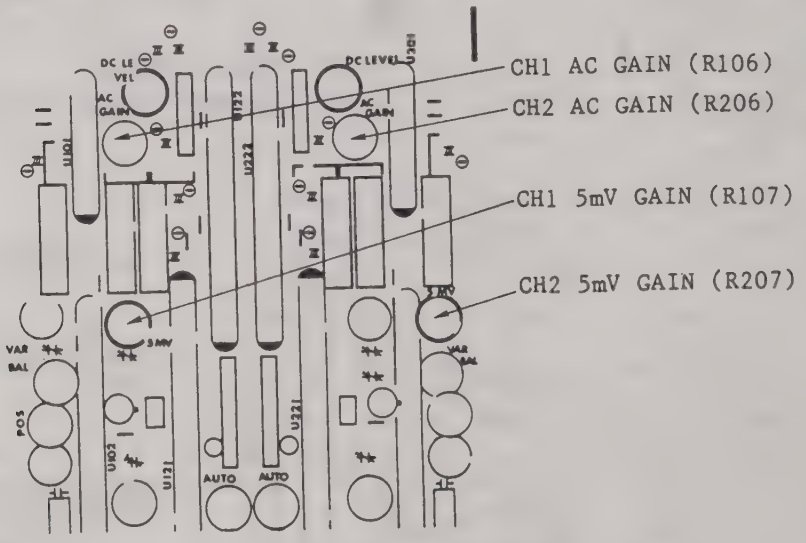

Fig. 6-6 Part of ANALOG-1 board
6.5.4 AC GAIN (See Fig. 6-6.)
6.5.6 5 mV/div GAIN adjustment (See Fig. 6-6.)
Supply a 50-kHz signal and adjust GAIN adjustments R107 and R207 for CH1 and CH2 on the ANALOG-1 board shown in Fig. 6-6 so that the CH1 and CH2 amplitudes are identical.